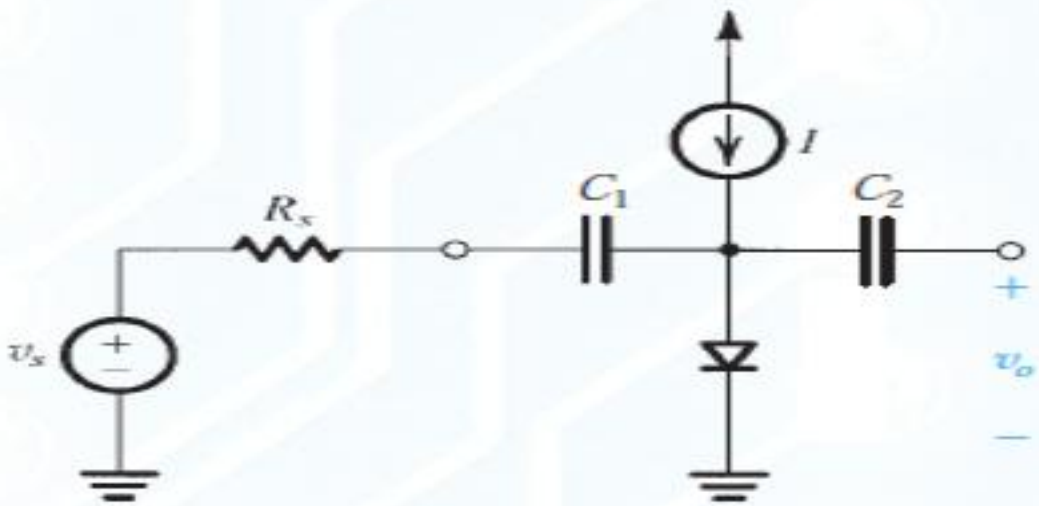

Figure P4.46
4.46 In the circuit shown in Fig. P4.46, I is a dc current and v_s is a sinusoidal signal. Capacitors C_1 and C_2 are very large; their function is to couple the signal to and from the diode but block the dc current from flowing into the signal source or the load (not shown). Use the diode small-signal model to show that the signal component of the output voltage is